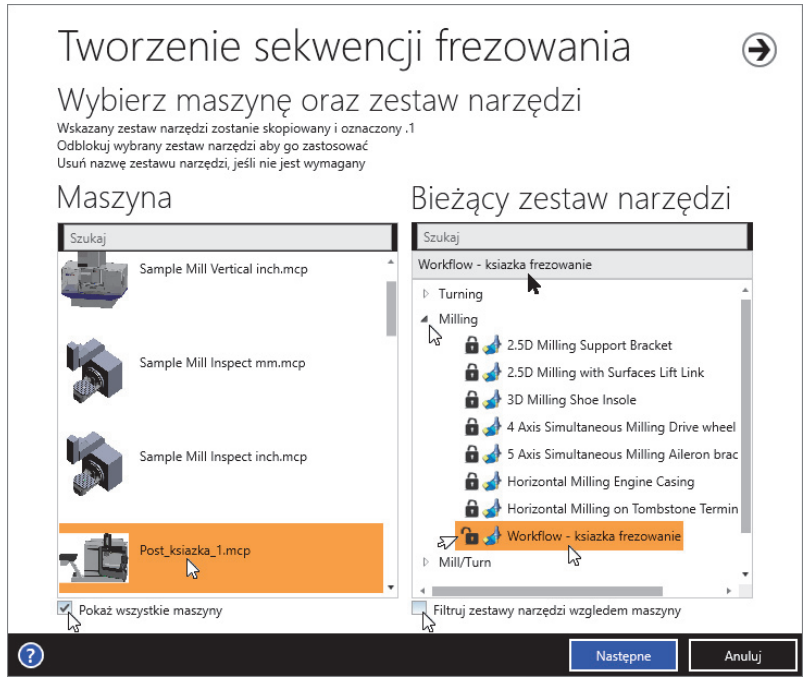

Rysunek 9.49. Tworzenie sekwencji frezowania — Wybierz maszynę oraz zestaw narzędzi
2. Pojawi się okno *Tworzenie sekwencji frezowania* z informacją *Wybierz maszynę oraz zestaw narzędzi* (rysunek 9.49).